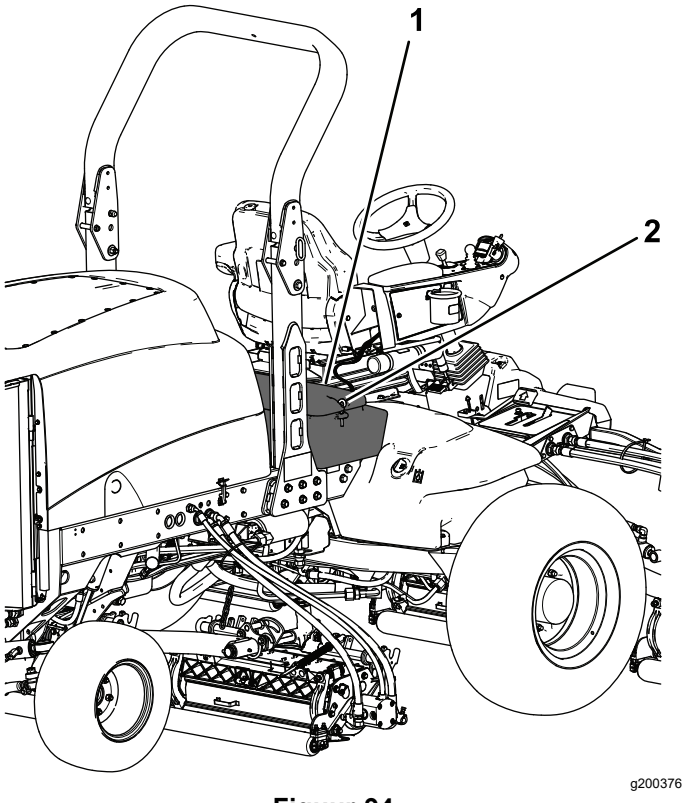

Figuur 94
2. Ontgrendel het bedieningspaneel en breng dit omhoog (Figuur 94).